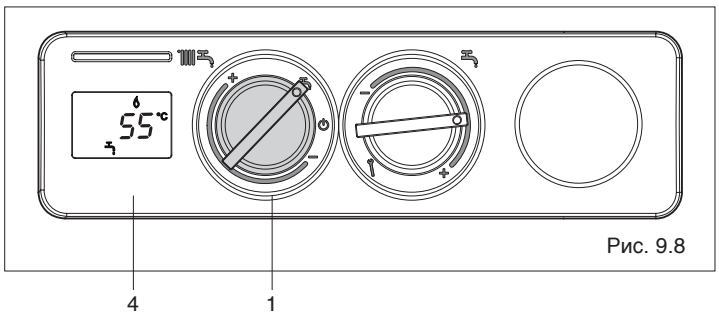

Рис. 9.8
- **Режим «Лето»:** при повороте переключателя на символ (1, Рис. 9.8) включится летний режим работы котла (только ГВС).
Котёл будет находиться в режиме ожидания до тех пор, пока не поступит запрос на нагрев воды в бойлере, тогда горелка разожжётся, а на дисплее (4, Рис. 9.8) отобразится температура воды в бойлере, значок работы в режиме ГВС и значок пламени. Котёл будет работать до тех пор, пока не будет достигнута заданная температура в бойлере. После этого он снова перейдёт в режим ожидания “stand-by”.